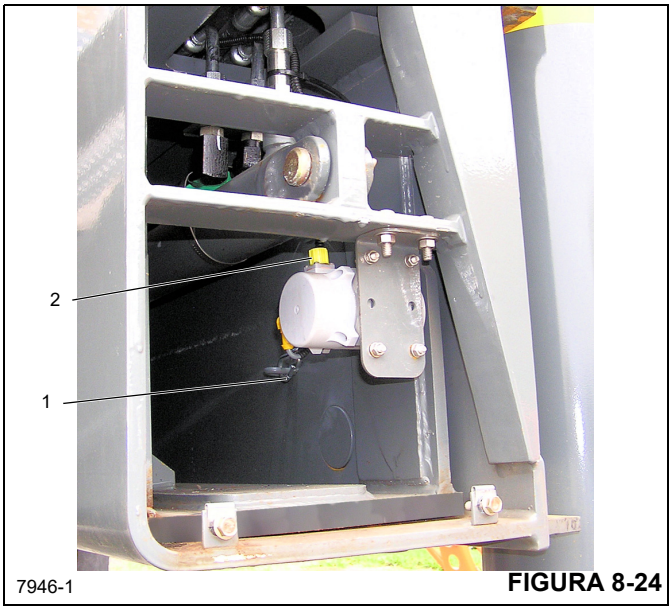

FIGURA 8-24
2. Remova o conector do potenciômetro de filamento do OMS (1, (Figura 8-24)) do ponto de fixação na viga do estabilizador.
2. Instale o potenciômetro de filamento do OMS o suficiente para encaixar no furo ranhurado com as peças de montagem superiores (Figura 8-24).